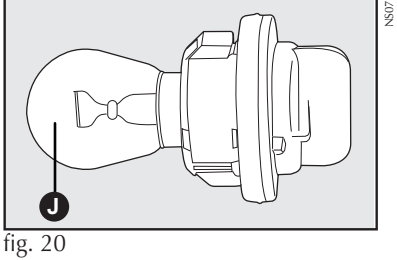

fig. 20
- Remover a lâmpada **J-fig. 20**, a ser substituída, do porta-lâmpadas, pressionando-a e girando-a no sentido anti-horário;